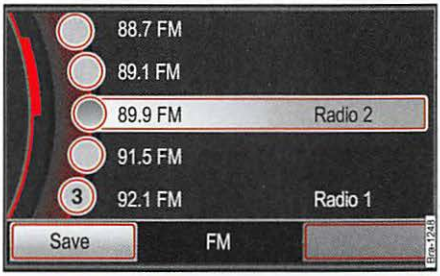

Fig. 7 Station list: the current station is highlighted.
Depending on the device and country, changing the frequency with the [Band] function button opens the station list for the selected frequency band (if a station list is available for this frequency)⇒ fig. 7. ◁
- Select a station preset button, then press the [Save] ⇒ fig. 7 function button to save the tagged station ⇒ page 16.